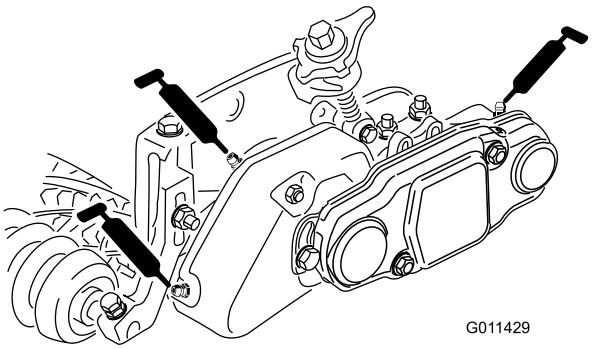

Bild 35
49. Füllen Sie jedes Spindellagergehäuse mit Schmiermittel (Bild 35). Überflüssiges Schmiermittel tritt zwischen den inneren Dichtungen und den Dichtungsschutzvorrichtungen aus.
50. Schmieren Sie alle Groomerlager ein (höchstens 2 oder 3 Pumpenstöße) (Bild 35). Schmieren Sie nicht zu stark ein, da die Dichtung sonst ausfallen kann. Wischen Sie überflüssiges Schmiermittel ab.